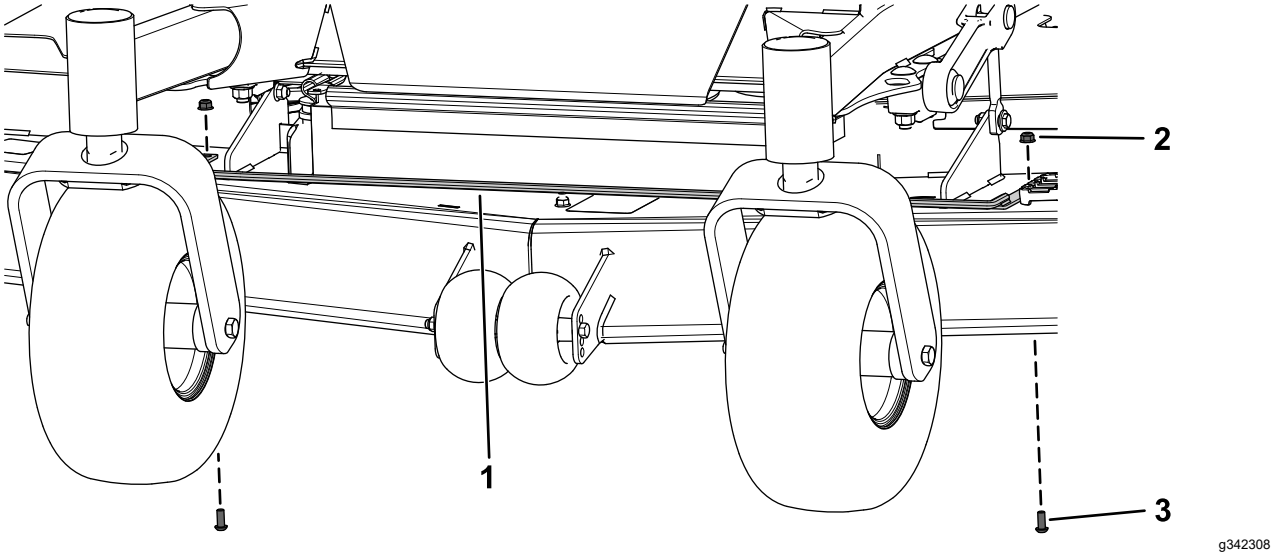

Figur 15
4. Montera den främre nedre stödstången med de två skruvarna med runt huvud (5/16 x ¾ tum) och två flänsmuttrarna (5/16 tum) som du tog bort tidigare enligt Figur 15.